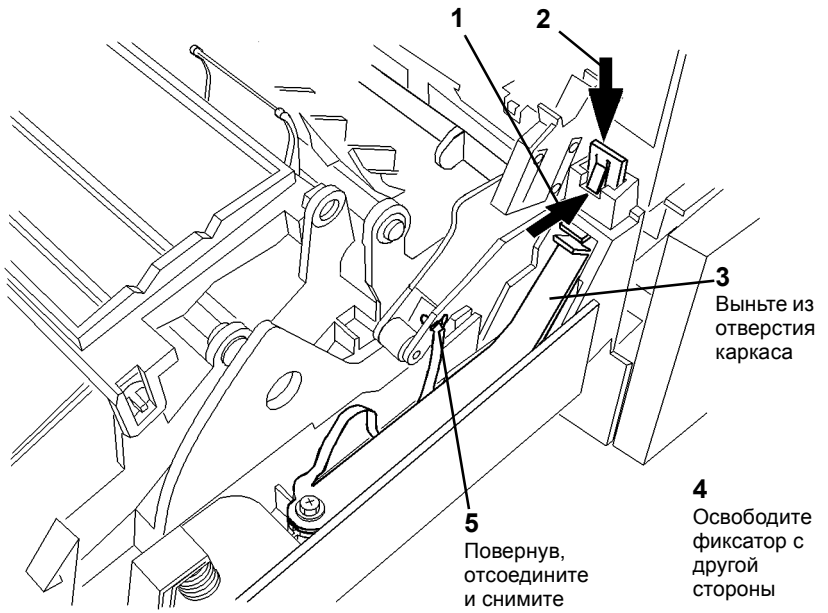

Рисунок 2 Снятие держателей
3. Придерживая левую дверцу, свободите фиксаторы держателей (Рисунок 2).